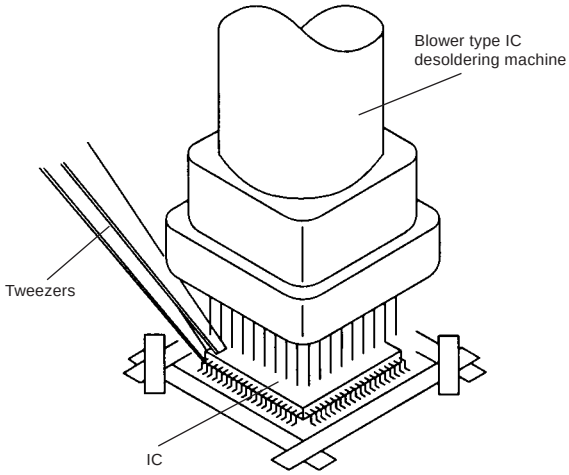

Fig. 3-3
3. When IC starts moving back and forth easily after desoldering completely, pickup the corner of the IC using a tweezers and remove the IC by moving with the IC desoldering machine. **(Refer to Fig. 3-3.)**